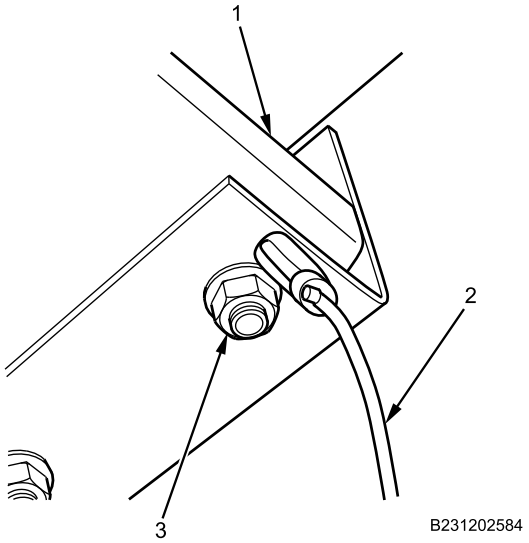

Figure 19. Secondary Tank Air Drain Cable.
17. Install air drain cable (Figure 19, Item 2) and air drain cable nut (Figure 19, Item 3) on bolt in battery box tray (Figure 19, Item 1). Tighten nut securely.